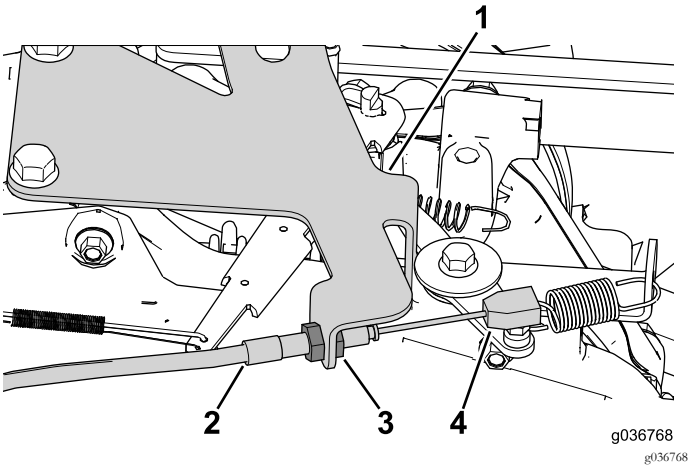

Figure 33
1. Utilisez les écrous de blocage sur le câble pour régler et fixer le câble au support (Figure 33).